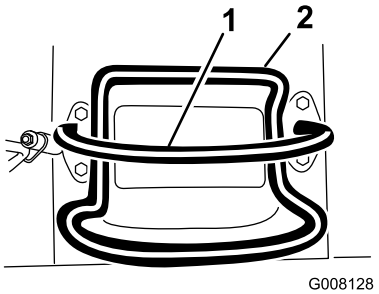

Figur 6
- Släpp drivreglaget för att stoppa drivningen (Figur 6).